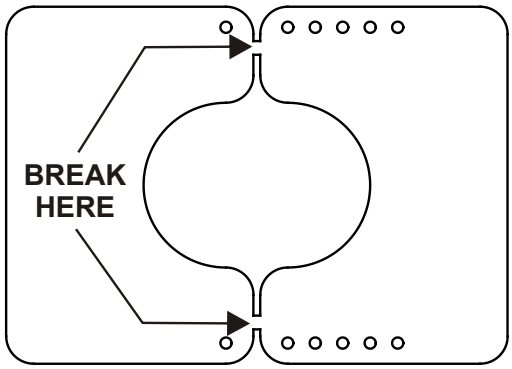

Figure 4.18 Exhaust Restrictor
2. Break the exhaust restrictor into two pieces. Do this by bending the part back and forth until it breaks (see Figure 4.18).